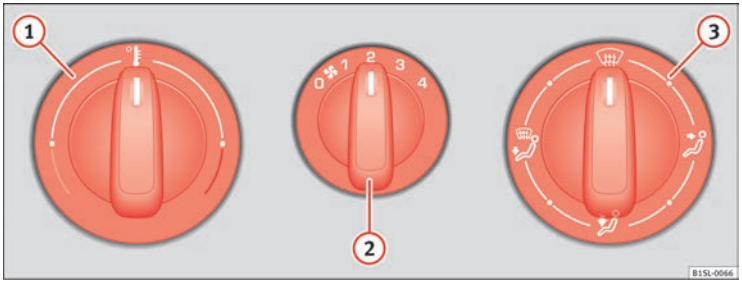
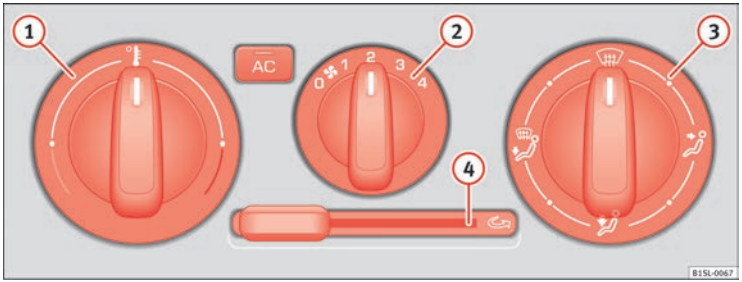

Fig. 98 In the centre console: Heating and ventilation system rotary control.
Fig. 99 In the centre console: Air conditioning system controls. ▶
Control button	Additional information. Heating and ventilation system ⇒ fig. 98 and air conditioning system ⇒ fig. 99.
- Set the fan ⇒ fig. 98 ② to setting 1 or 2.
- Turn the temperature control ⇒ fig. 98 ① to the centre position.
- Turn the air distribution control ⇒ fig. 98 ③ to the required position.
Switching on: Move the sliding control ⇒ fig. 99 (4) to the right to maximum.
Switching off: Move the sliding control ⇒ fig. 99 (4) as far left as possible. ▶